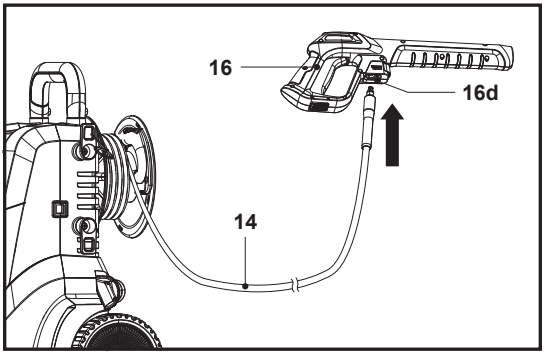

Fig. 7
1. Tire suavemente de la manguera de presión (14) para extraerla. Recomendamos desenrollar completamente la manguera de presión (14) antes de usar la máquina.
2. Inserte la punta de la manguera de presión (14) en el conector de la manguera (16d) de la pistola pulverizadora (16) hasta el tope; oirá un clic (Fig. 7).